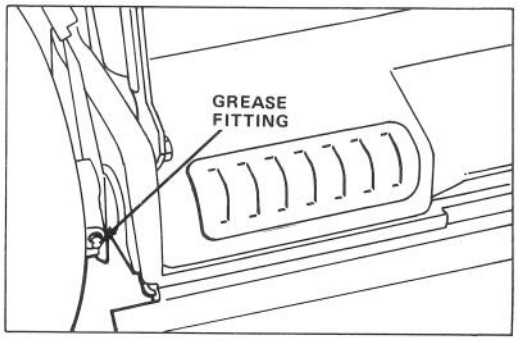

Figure 22
2. Move rear wheel height-of-cut levers to "C" setting. Wipe grease fittings with clean rag (Fig. 22). Install grease gun onto fitting and gently apply 1 or 2 pumps of #2 Multi-Purpose Lithium Base Grease.